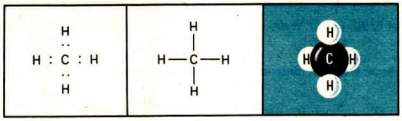

Abb. 70 Elektronenformel, Strukturformel und Modell des Methanmoleküls
■ In Methanmolekülen bestehen vier Atombindungen zwischen einem Kohlenstoffatom und vier Wasserstoffatomen. Die Bindungen sind durch Elektronenpaare in der Formel des Stoffes gekennzeichnet. Die räumliche Anordnung der Atome im Molekül kann außerdem durch ein Modell veranschaulicht werden (Abb. 70).